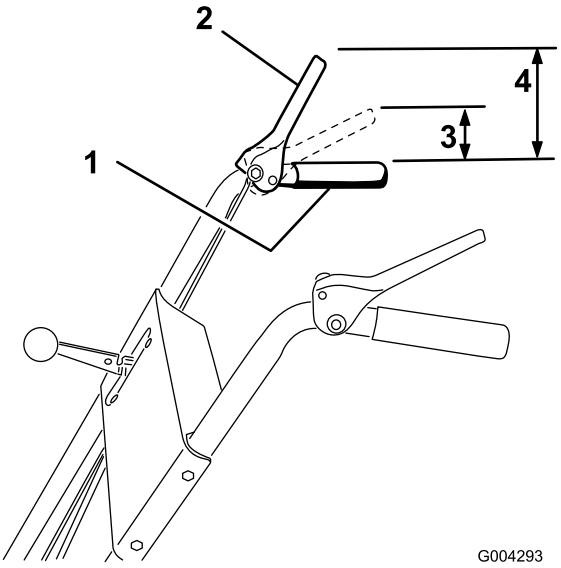

Figur 9
3. Kontrollera avståndet mellan handtagets övre del och matarskruvs-/impellerreglagets nedre del (Figur 9).
Obs: När du tar bort slacket i drivremmen till matarskruven/impellern (efter ungefär halva rörelsen) kommer det att krävas betydligt mer kraft för att trycka ner reglaget. Enheten är korrekt justerad när motståndet ökar och avståndet mellan handtagets övre del och matarskruvs-/impellerreglagets nedre del är 3–5 cm, på det sätt som visas i Figur 9.